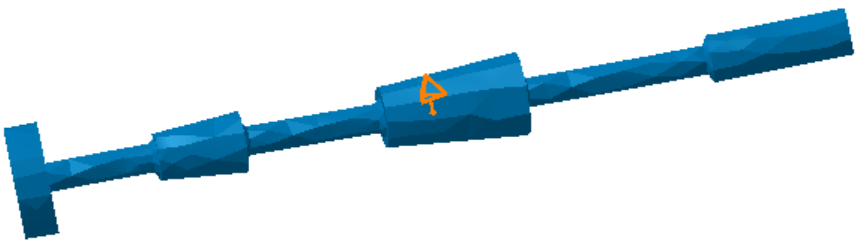

Figure 19-133 *The deformation in the shaft*
1. Choose the **Deformation** tool from the **Image** toolbar; the deformation generated in the shaft is displayed in the graphics area, refer to Figure 19-133